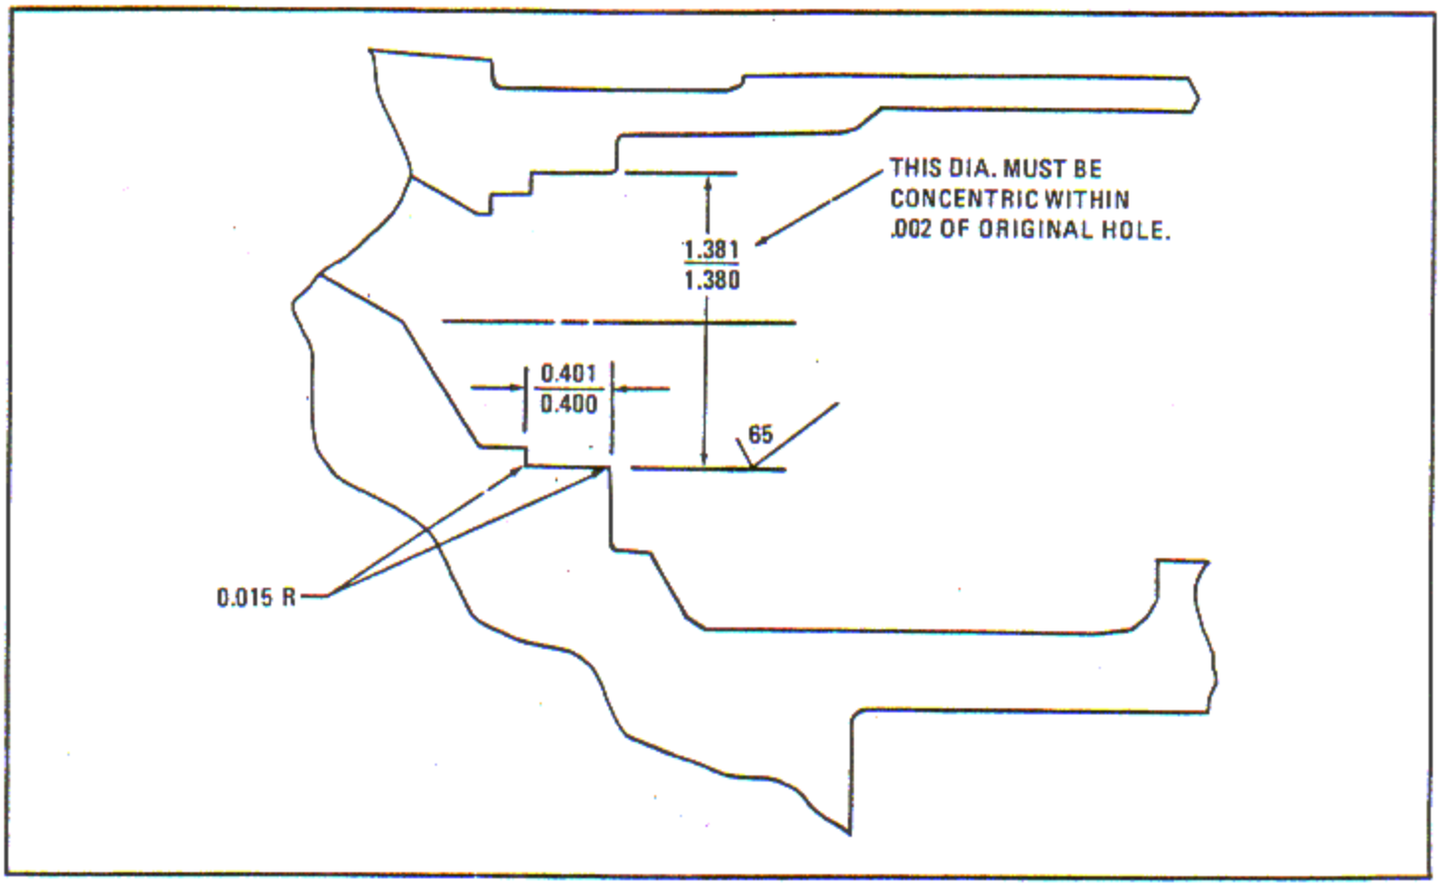

Figure 6-223. Supercharger Rear Cover Oil Strainer Pilot Hole, Rework
a. Bore the hole oversize as shown in figure 6-223. If a bushing had been installed previously, it must be removed.